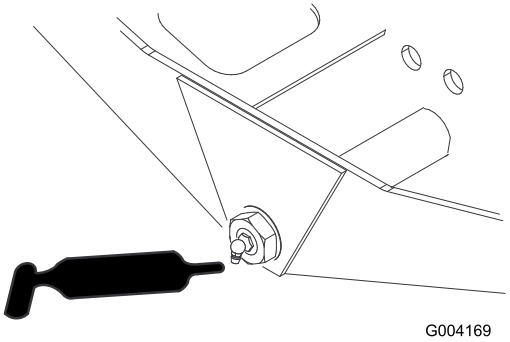

Figur 49
- Akselstyringsdreietapp (1) (Figur 49)